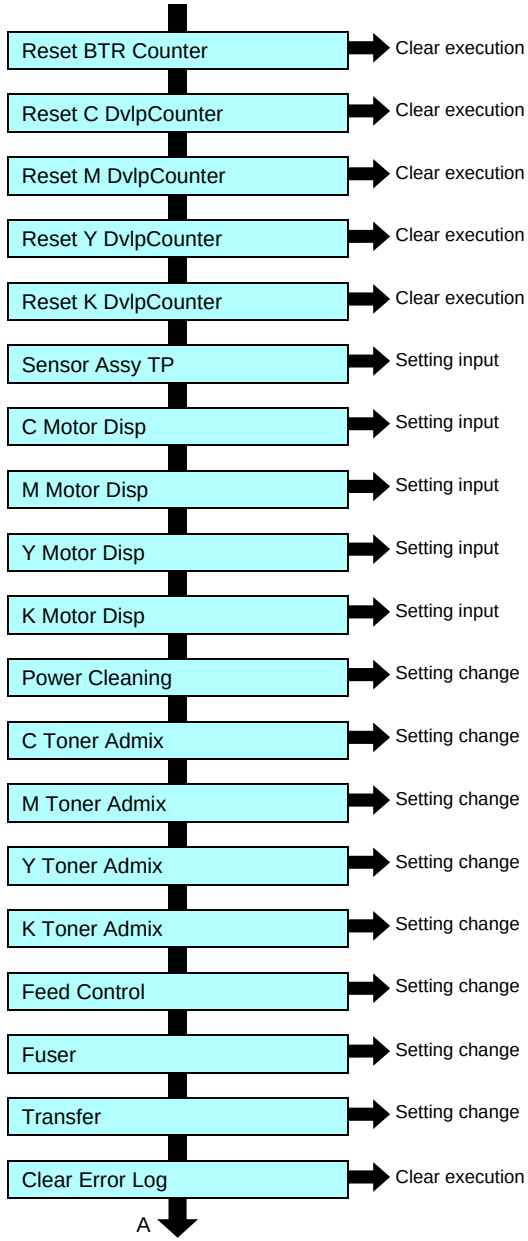

Figure 6-3. Maintenance Menu Process Flowchart
2. Refer to the Maintenance Menu process flowchart in figure 6-3 and figure 6-3, and perform each function of the Maintenance Menu with the panel switches.